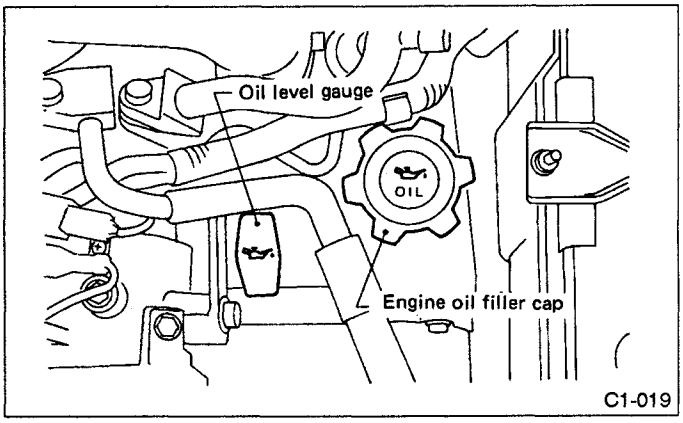

Fig. 4
3) Reinsert the level gauge all the way. Be sure that the level gauge is correctly inserted with the symbol on the top appearing as shown in the figure 4.